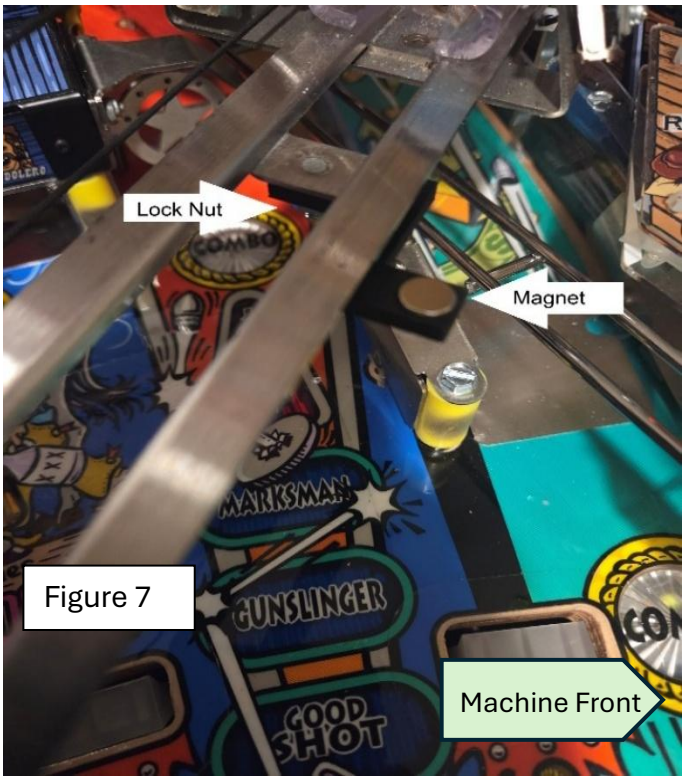

Figure 7
Step 8A. (metal rails only) Move the existing train about a foot to the left to gain access to the train starting point. Position the magnet holder for the stock metal rails under the rails near the train starting point. The hole in the magnet holder should be placed through the existing bolt and fastened with the 8-32 lock nut supplied so that the magnet is pointing up and toward the front of the pinball machine. See figure 7. Proceed to step 9.